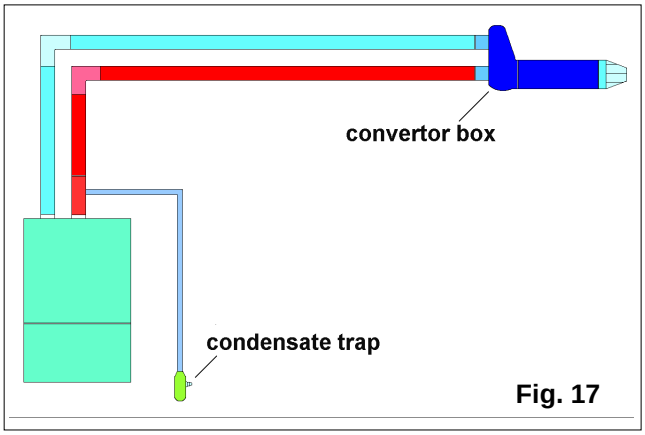

Fig. 17
5.5.3.3 Horizontal termination (fig. 17)